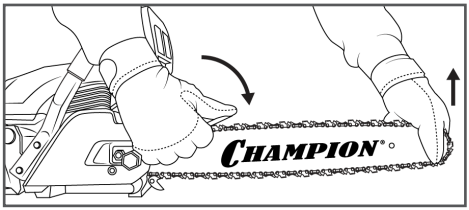

Рис. 4 Затяжка гаек крепления крышки шины
9. Затяните гайки крепления крышки шины ключом (Рис. 4).